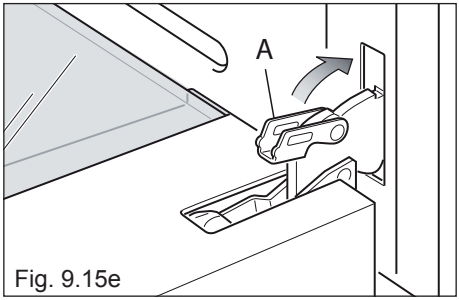

Fig. 9.15e
- Unlock the oven door by opening it completely and closing the lever "**A**" on the left and right hinges (fig. 9.15e).